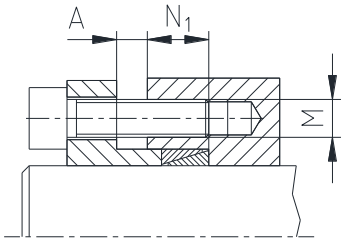

Bild 8: Abstandsmaß A beachten
- Abstandsmaß A beachten (siehe Bild 8, 9 und 10).